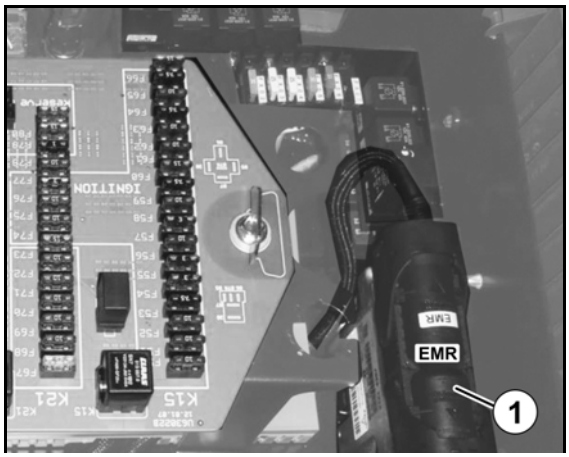

Rys. 132
- Odłączyć wtyk EMR (Rys. 132/1) od sterownika w centralnym u195